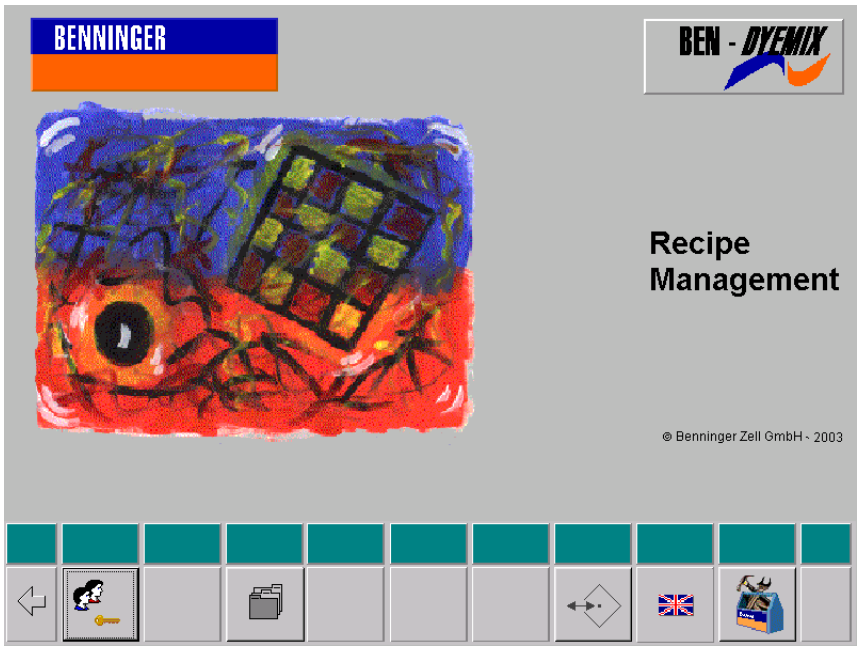

Figura 3.1 Gráfico inicial da gestão das receitas BEN-*DYEMIX*
* Solicite o gráfico inicial (Figura 3.1) da gestão das receitas BEN-*DYEMIX*.
O gráfico inicial (Figura 3.1) da gestão das receitas BEN-*DYEMIX* é visualizado.